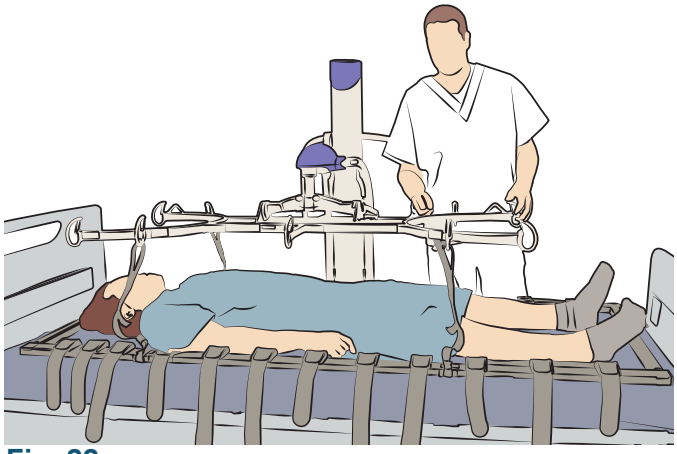

Fig. 22
2. Une fois abaissé, retirer les sangles de fixation à doubles boucles du cadre de civière et de la civière à sangles. Voir fig. 22.